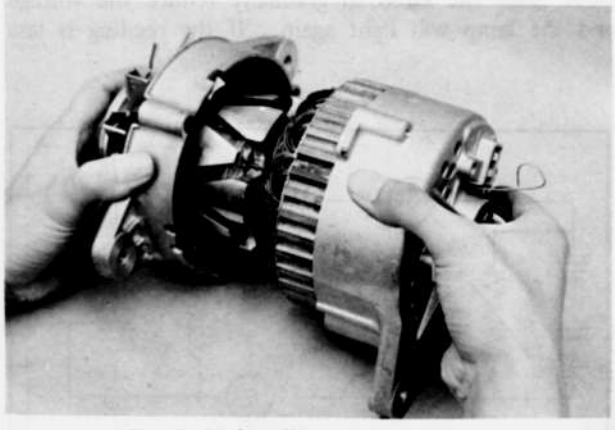

Fig. 5–26 Installing rotor assembly
1. When installing the rotor assembly to the rear housing and stator assembly, hold the brushes in position by inserting a piece of stiff wire into the hole of the brush through the rear housing as shown in Fig. 5–26.